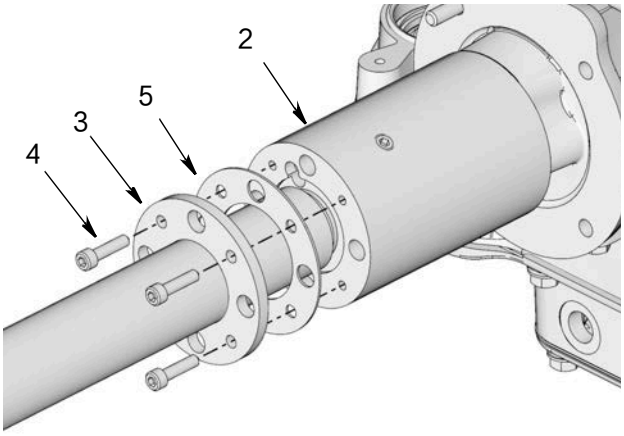

图 21
7. **仅适用于管中管型号**：拆下固定管子 (3) 到泵适配器 (2) 的螺栓 (4)。拆下管子和垫圈 (5)，将这些零配件妥善保存以备重装 （ 图 21 ）。